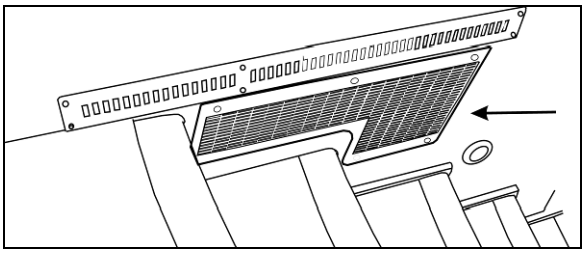
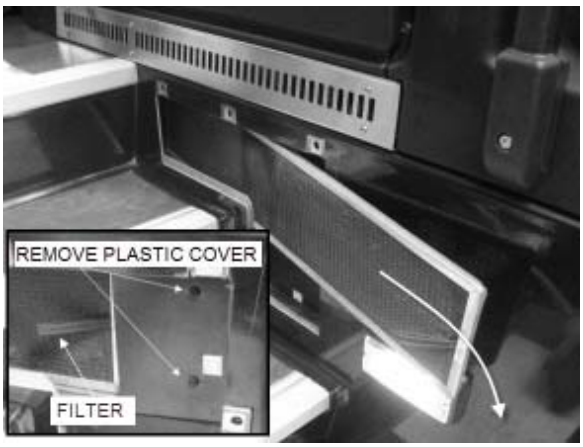

FIGURE 17: R.H CONSOLE AIR FILTER ACCESS GRILL (COACHES) 18505
FIGURE 18: REMOVING DRIVER'S SECTION AIR FILTERS
The driver's unit is located behind the R.H. console panel. To gain access to the air filter, unscrew the R.H. console's grill located in the entrance stepwell. Remove the plastic cover and slide out the recirculating air filter (**FIGURE 18**).
The driver's HVAC unit is located behind the dashboard's R.H. side panel. To gain access to the A/C filters, unscrew the grille located at the top entrance step (Figure 17). Unscrew the plastic cover and slide out the recirculating air filter (**FIGURE 18**). Doing so will give you access to the fresh air filter (see item 18, Figure 71).